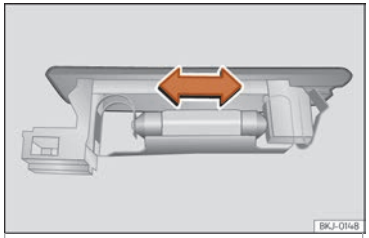

Fig. 63 Boot light.
- Press the bulb sideways and remove it from its housing ››› Fig. 63.